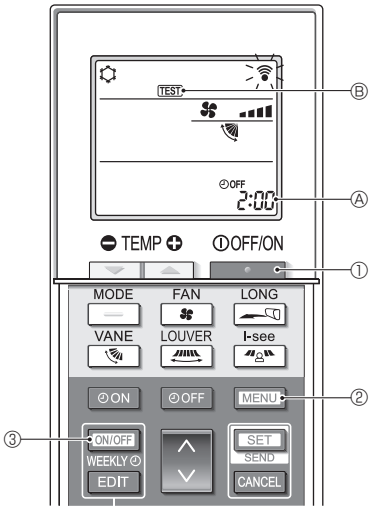

Fig. 7-5
■ **Test run (Fig. 7-5)**
1. Press the button ① to stop the air conditioner.
- If the weekly timer is enabled (WEEKLY is on), press the ON/OFF WEEKLY button ③ to disable it (WEEKLY is off).
2. Press the MENU button ② for 5 seconds.
3. Press the MENU button ②.